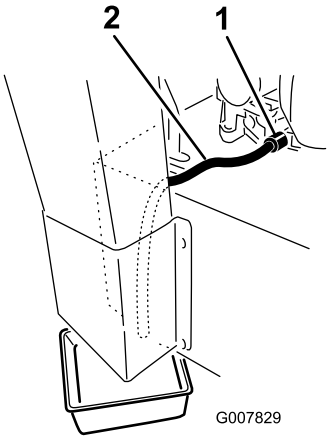

Figur 36
5. Ställ ett kärl under tömningsslangen. Vrid oljetömningsventilen så att oljan töms ut (Figur 36).